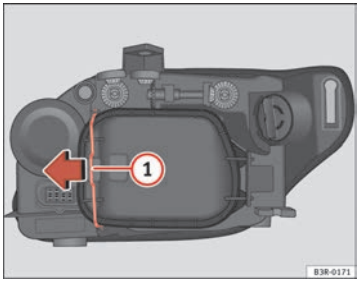

Fig. 210 Dipped headlights
Although it is not necessary, previously remove the rigid cover ⇒ page 269, fig. 210 for easier turn signal bulb changes. ■
- Move the brace ⇒ fig. 210 (1) in the direction of the arrow and remove the rigid cover, separating the brace side and then removing the two tabs from the other end of the cover.